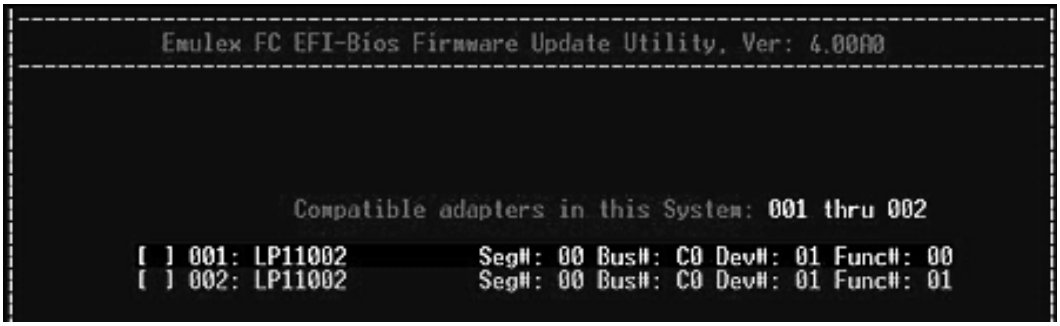

Figure 61: Compatible Adapter List
2. Select **2. Batch Mode Update**, and press **<Enter>**. A list of all adapters of the model selected when you started the EFI utility is displayed (Figure 61).